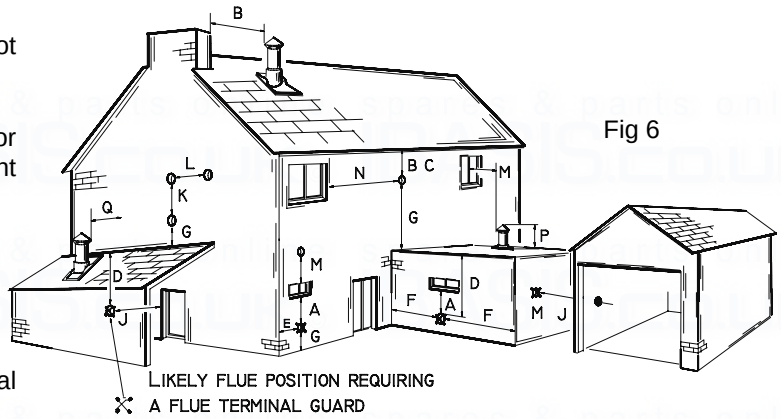

Fig 6
4.4.1 The terminal should be located where dispersal of combustion products is not impeded and with due regard for the damage or discolouration that might occur to building products in the vicinity (see fig 6) The terminal must not be located in a place where it is likely to cause a nuisance In cold and/or humid weather water vapour may condense on leaving the flue terminal The effect of such steaming must be considered.
Minimum acceptable spacing from the terminal to obstructions and ventilation opening are specified in Fig.6.